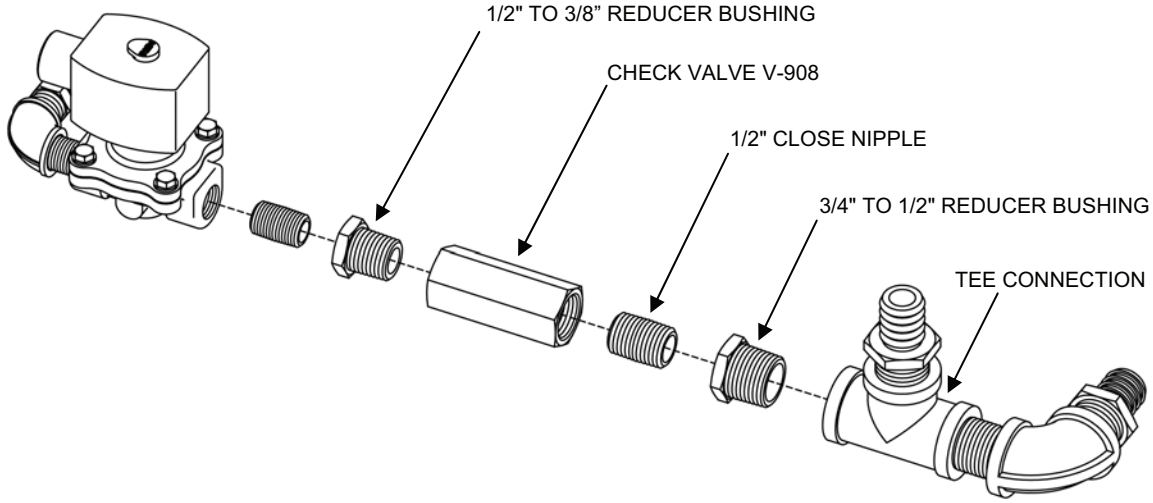

Figure 9. Check Valve V-908.
3. Remove Check Valve V-908 from the air system section 4 assembly as follows (see Figure 9):
c. Thread the close nipple on the output side of the check valve into the other reducer bushing. Do not over-tighten. Refer to Figure 9 for correct positioning of the Air System Section 4 assembly components.